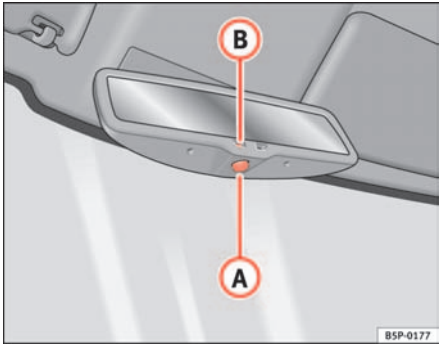

Fig. 66 Automatic anti-dazzle interior mirror.
– Press button (A) ⇒ page 96, fig. 66. Warning lamp (B) goes out:
– Press button (A) ⇒ page 96, fig. 66. Warning lamp is lit.